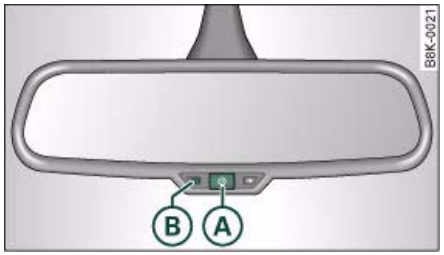

Fig. 71 Anti-dazzle interior mirror: On/off button with indicator lamp
– Press button Ⓐ ⇒ fig. 71 - the indicator lamp Ⓑ will go out.